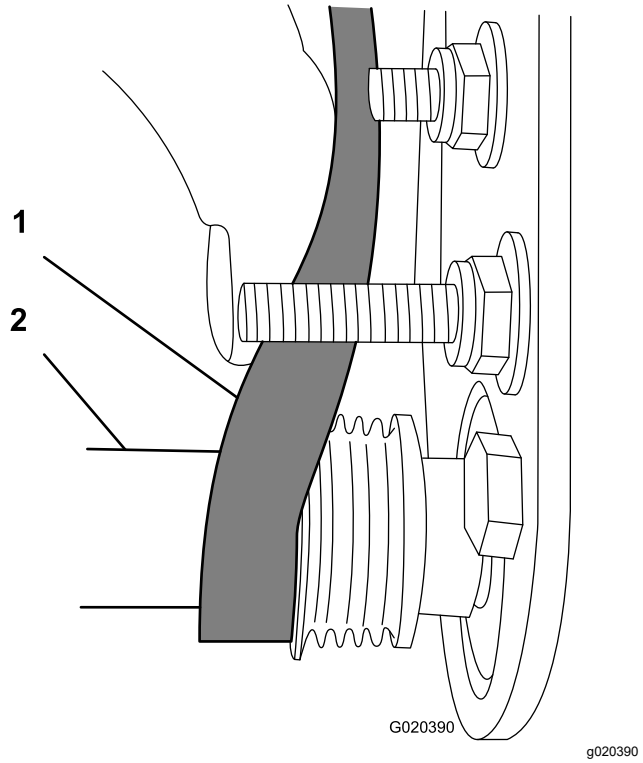

Rysunek 17
- Zacznij nakładać pasek na **napędzone** koło pasowe (Rysunek 17).
- Za pomocą wysokiego klucza nasadowego (9/16 cala) przekręć zespół szczotki i poprowadź pasek wokół napędzonego koła pasowego (Rysunek 17).